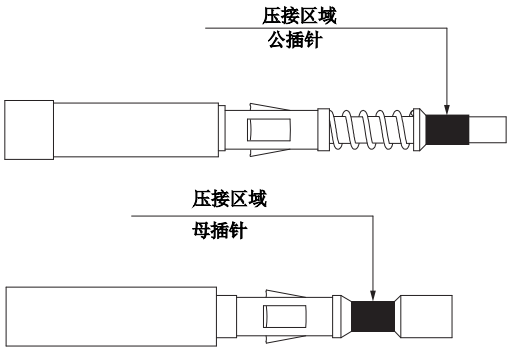

Fig. 4 - 压接区域
- **CLPZ R**压接工具数据表展示了压接工具使用方法、如何调整压接深度和压接插针的定位器。如Fig. 4所示。